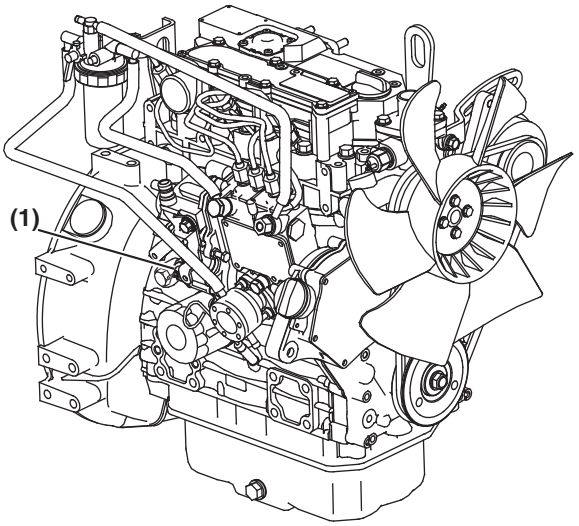

Figure 9-2
1. Disconnect the wire lead from the oil pressure switch or sending unit **(Figure 9-2, (1))**.